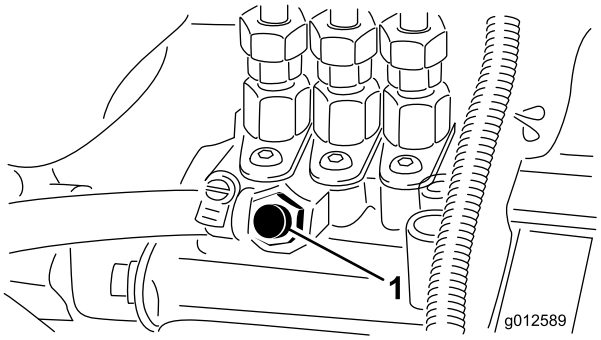

Figur 31
4. Åpne lufteskruen på pumpen for drivstoffinnsprøyting (Figur 31).